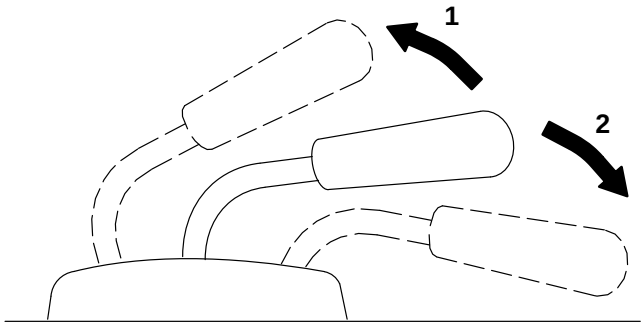

Figure 21
2. Tirer le levier de relevage vers le haut pour relever l'accessoire (Fig. 21). Ceci soulève l'accessoire et le maintient en position relevée.
2. Appuyer le levier vers le bas pour descendre l'accessoire (Fig. 21).